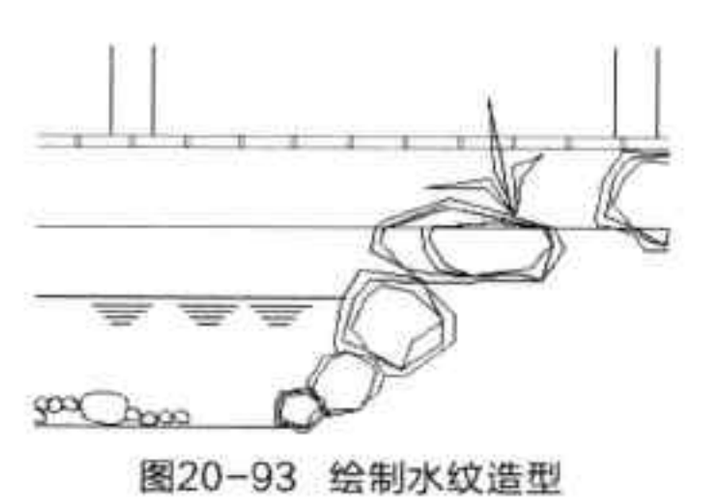

图20-93 绘制水纹造型
Step 13 执行“直线”命令，绘制水纹造型，如图 20-93 所示。